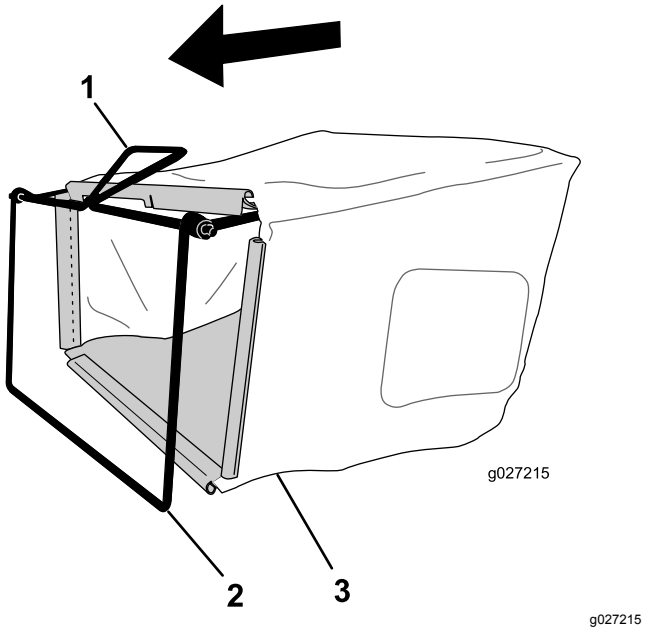

Figuur 7
1. Schuif de grasvanger over het frame; zie Figuur 7.
Opmerking: Schuif de grasvanger niet over de handgreep (Figuur 7).